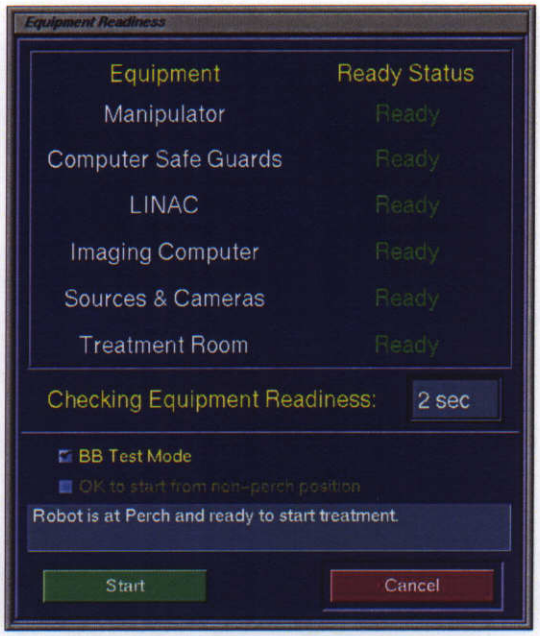

**Figure 4 BB Test Mode in Equipment Readiness**
**Step 5.** Select the BB Test Mode on the Equipment Readiness as shown in *Figure 4 BB Test Mode in Equipment Readiness, page 5*